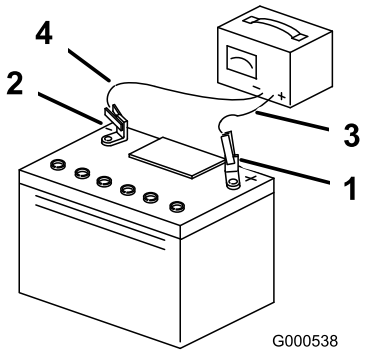

Figuur 47
3. Zodra de accu volledig is opgeladen, haalt u de acculader uit het stopcontact en maakt u vervolgens de oplaadkabels los van de accuklemmen (Figuur 47).